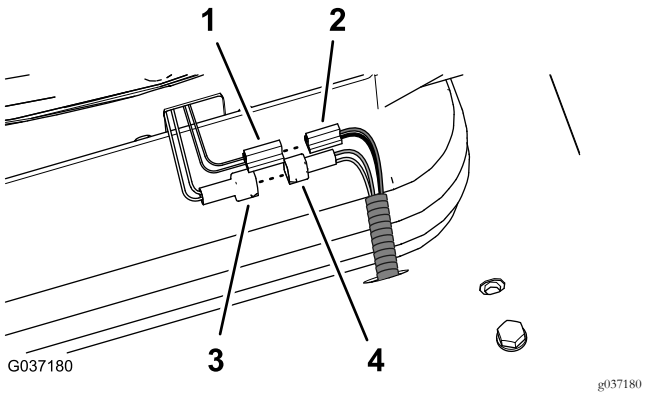
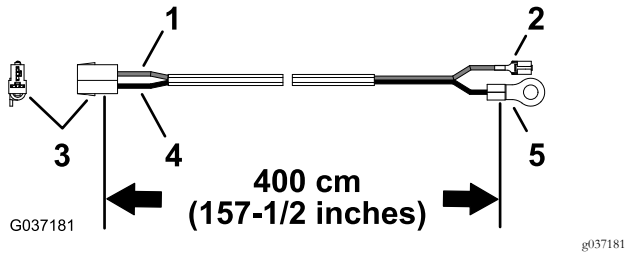

Figur 30
Figur 31
2. Tilslut stikket til sædets kontakt (gule og grå ledninger) til stikket på maskinens ledningsnet (Figur 30).
3. Find 400 cm-ledningsnettet (med en ringklemme) som vist i Figur 31.
5. Tilslut stikket med to blade fra sædets luftaffjedring til stikket med to sokler (sorte og røde ledninger) til 400 cm-sættets ledningsnet. Se Figur 30 i Figur 31.